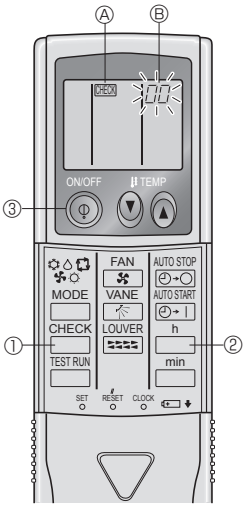

Fig. 7-6
7.3.2. Wireless remote controller (Fig. 7-6)
① Turn on the power.
② Press the CHECK button twice.